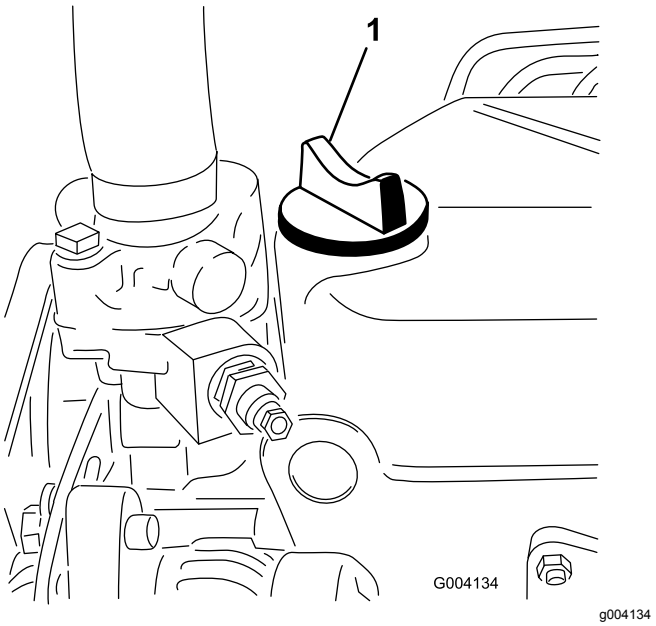

Figur 45
5. Om oljenivån inte når upp till markeringen Full på oljestickan (Figur 45), fyller du på olja tills nivån når upp till markeringen.